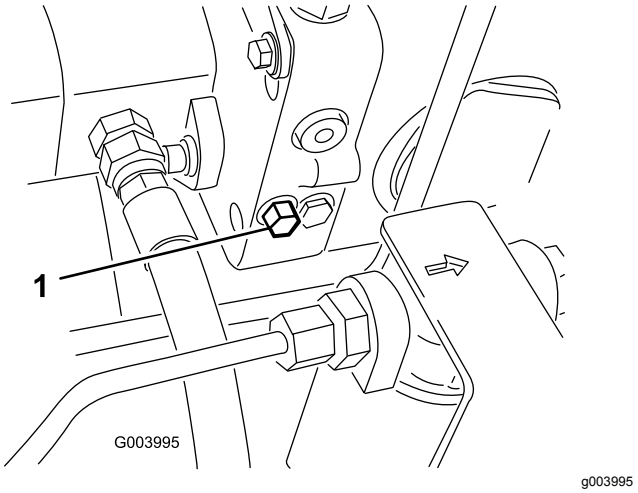

Figur 69
1. Vri omløpsbolten halvannen omdreining for å åpne den, og la oljen gå utenom internt (Figur 69).